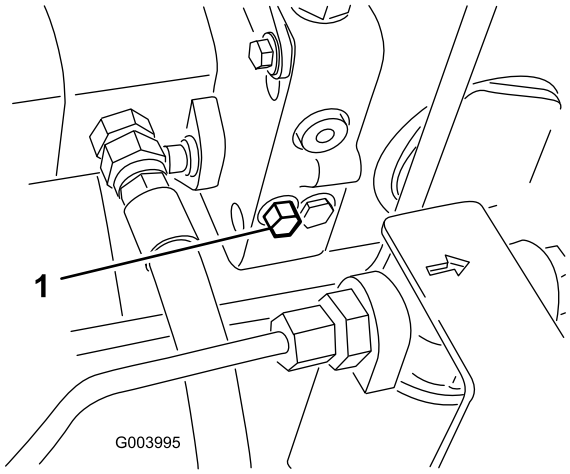

Figur 36
1. Omløbsventilen er placeret på venstre side af hydrostaten (Figur 36). Drej bolten 1 1/2 omgang for at åbne den og lade olien løbe om internt. Da væsken omløbes, kan maskinen flyttes langsomt, uden at gearkassen beskadiges.